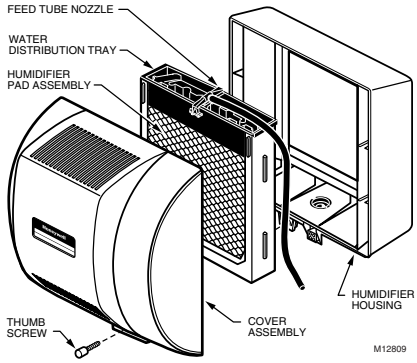

**Fig. 14. Cleaning your humidifier.**
2. Remove the humidifier cover by unplugging the connector and loosening the thumb screw. Grasp the cover near the bottom and pull toward you. See Fig. 14.